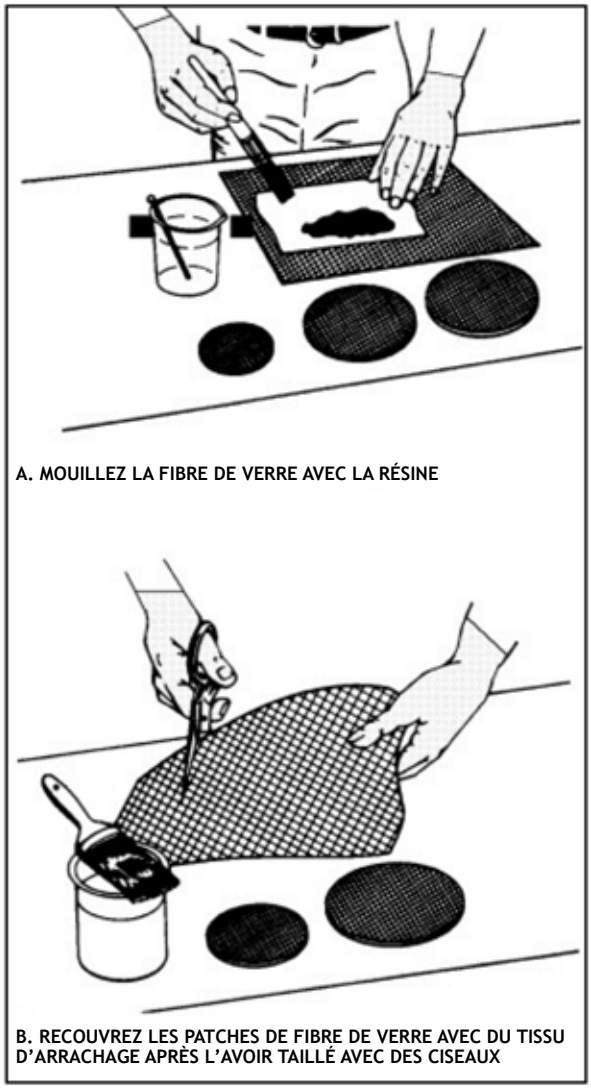

FIGURE 3-4. Préparation du sandwich en fibre de verre.
(1) Biseautez les bords du trou environ 50 fois l'épaisseur du revêtement. Nettoyez soigneusement tous les résidus de ponçage à l'aide d'un chiffon imbibé d'un produit nettoyant acceptable.
(2) Préparez les patches (voir figure 3-4) en posant sur un morceau de tissu de fibre de verre imprégné de résine, d'un poids approprié. Un poids de résine égal au poids du patch permet d'obtenir un rapport de 50 %.